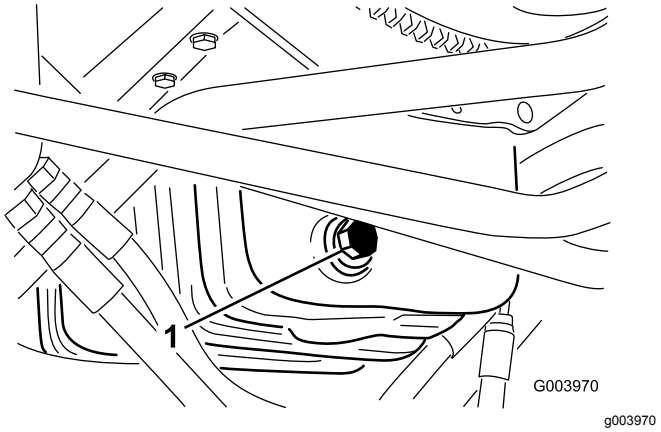

Figure 53
1. Retirez le bouchon de vidange (Figure 53) et laissez couler l'huile dans un bac de vidange.